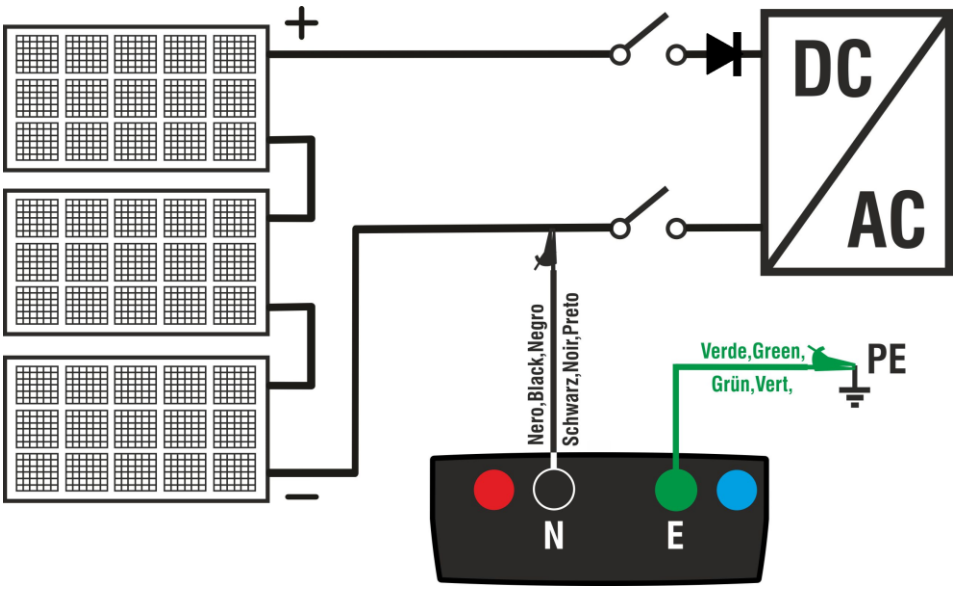

Fig. 7: Collegamento strumento per misura di isolamento in modo TMR
8. Collegare lo strumento al alla stringa FV in prova come mostrato in Fig. 7. **La prova può essere eseguita anche su più stringhe in parallelo fra loro. Si ricorda che occorre sezionare anche eventuali scaricatori connessi ai cavi della stringa/stringhe e che è consigliabile eseguire la misura a monte di eventuali diodi di blocco**